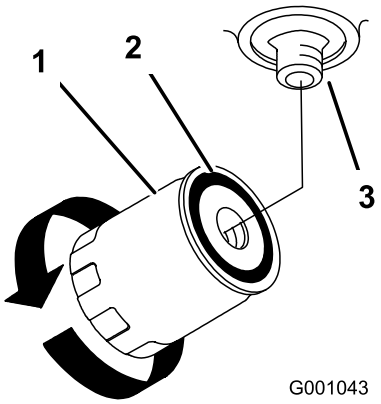

**Figuur 77**
4. Verwijder het oude filter en veeg de pakking van de filtertussenstuk schoon (Figuur 77).
6. Monteer het nieuwe hydraulische filter op het filtertussenstuk. Draai het oliefilter rechtsom totdat de rubberen pakking contact maakt met het filtertussenstuk. Draai het filter vervolgens nog eens 1/2 slag (Figuur 77).